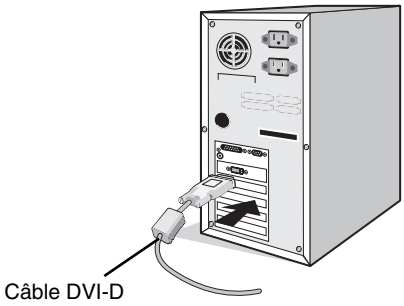

Figure A.1
2. **PC avec sortie numérique DVI :** branchez le câble DVI-D au connecteur du contrôleur d'affichage de votre système (**Figure A.1**). Serrez toutes les vis.